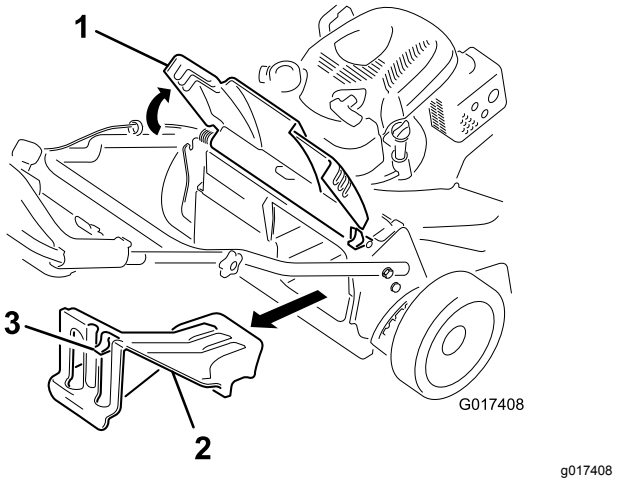

Bild 26
1. Heben Sie die Heckklappe an und halten Sie sie hoch (Bild 26).
2. Drücken Sie zum Entfernen der Heckauswurfklappe den Riegel mit dem Daumen nach unten und ziehen die Klappe aus der Maschine (Bild 26).